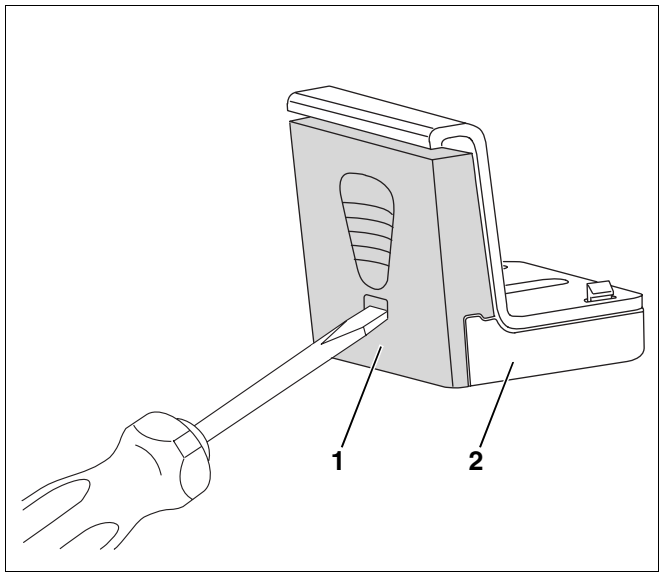
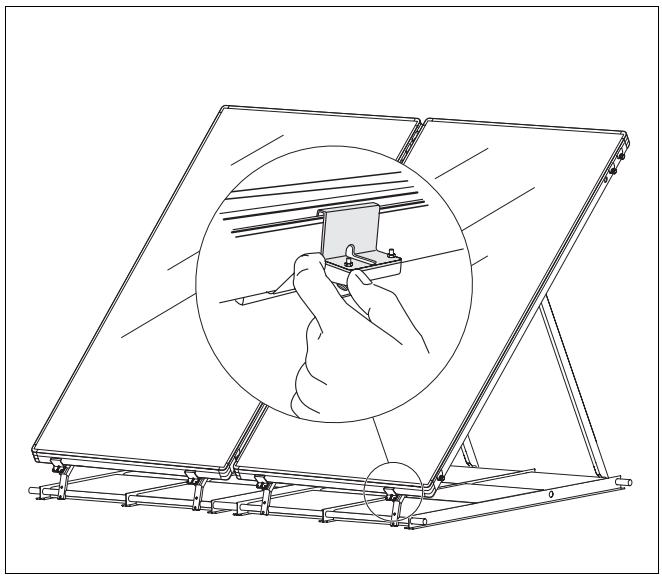
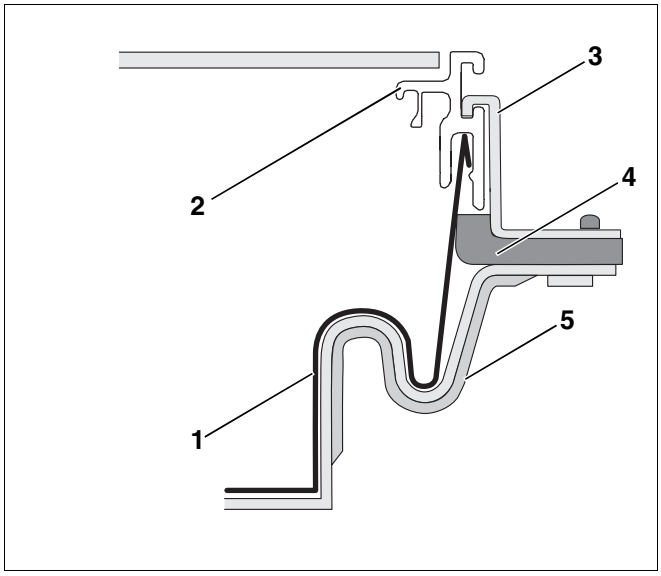

Afb. 58 Afstandsschragen losmaken
Afb. 59 Collectoren fixeren
Afb. 60 Schema aangebrachte collectorklemmen
- Maak de kunststof bovenste delen (afb. 58, **pos. 1**) voor de collectorhouders met een schroevendraaier of een sleutel voor cylindrische schroeven los.
Voor de montage van de SKS-collectoren heeft u enkel de kunststof onderdelen (afb. 58, **pos. 2**) van de afstandsschragen nodig. Die ondersteunen de collectorkader (afb. 60, pagina 50).
- Kantel de afstandsschragen lichtjes naar voren en plaats de collectorklemmen in de nok van de collectorkader (afb. 59 en afb. 60, pagina 50).